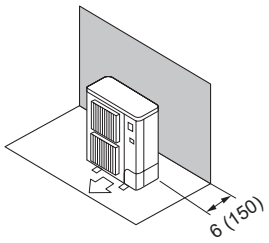

Fig. 2-6
① Obstáculos en la parte trasera (Fig. 2-6)